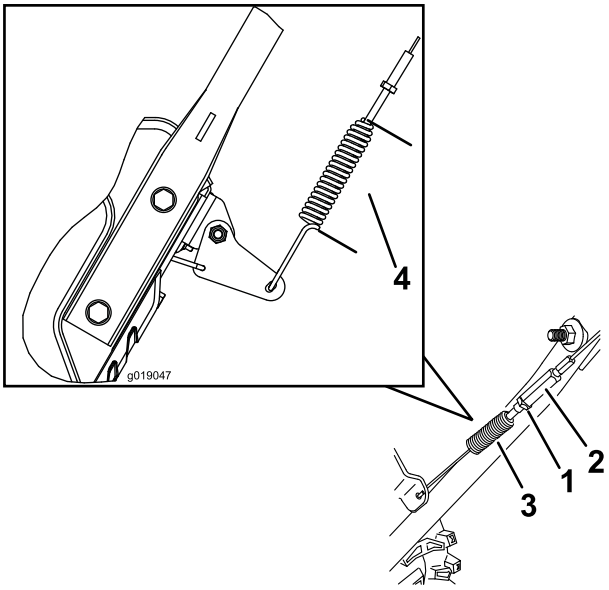

Rysunek 40
3. Odkręć lub dokręć ściągacz, aby ustawić długość sprężyny na 7 cm (Rysunek 40).
4. Dokręć przeciwnakrętkę (Rysunek 40), upewniając się, że linka jest lekko napięta.